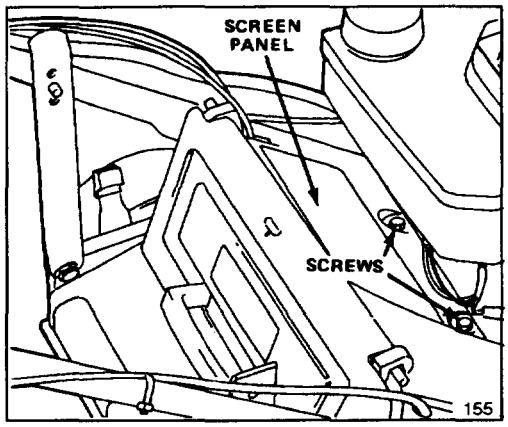

Figure 34
6. Remove screen panel on mower housing and clean around blade brake mechanism (Figs. 34 & 35).